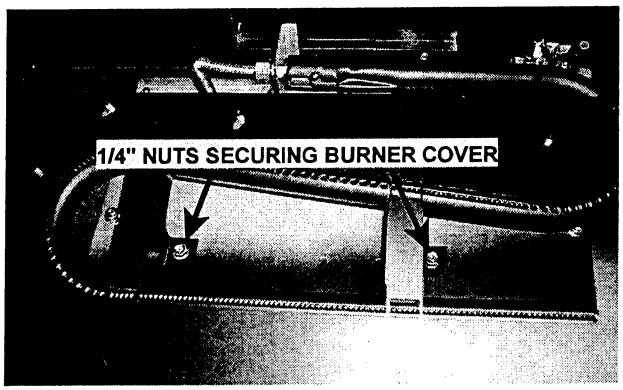

Figure 17
3. Replace the burner cover assembly onto the board, aligning the mounting holes in the burner brackets to the mounting studs on the bottom of the millivolt board. Ensure that the burner tube is properly seated over the burner orifice. Refer to Figure 17.
4. Secure with the remaining (2) 1/4" nuts.